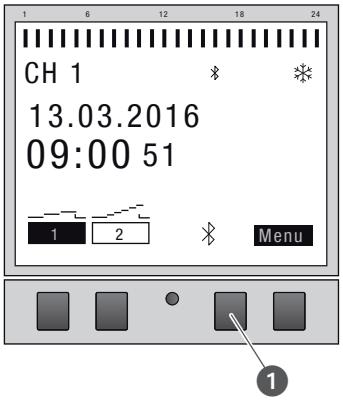

Fig. 27: Opprette Bluetooth-forbindelse på fordelingstidsuret
1. Trykk på Bluetooth-tasten (Fig. 27/❶) på fordelingstidsuret.